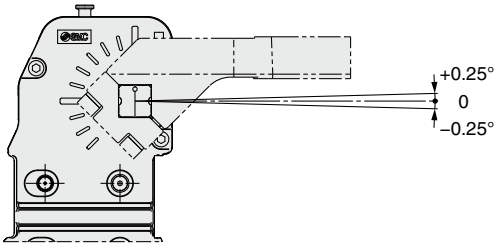

**Figure 1**
2) There is a mechanical difference of −0.25° to +0.25° at the clamping end as shown in Figure 1. Be sure to make adjustments externally using a shim. Refer to page 48.